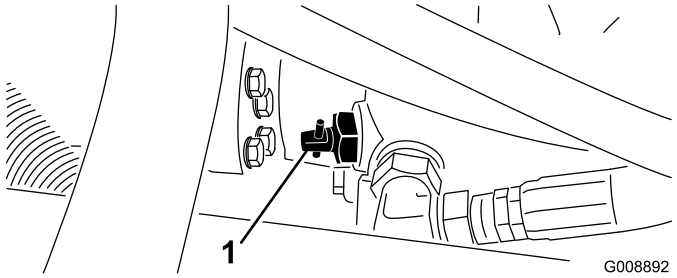

**Figur 42**
1. Find omløbsventilen på pumpen (Figur 42), og drej den 90°.